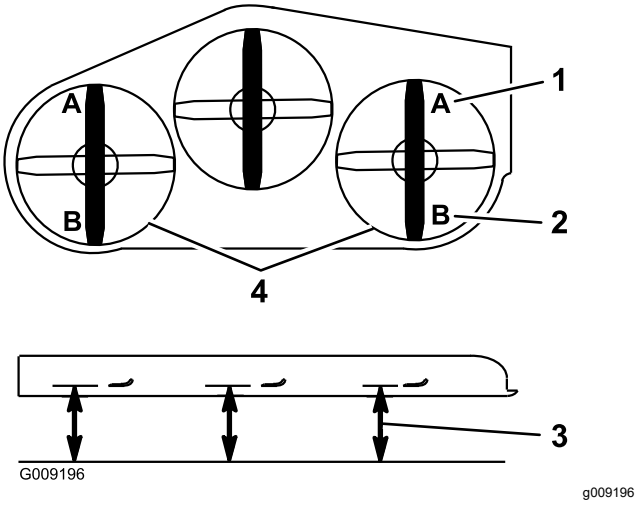

**Figur 113**
9. Mål fra den plane overflade til skæreknivens forreste spids (position A) på begge sider af skjoldet som vist i (Figur 113).
15. Mål fra den plane overflade til skæreknivens bageste spids på begge sider af skjoldet (position B) som vist i Figur 113.